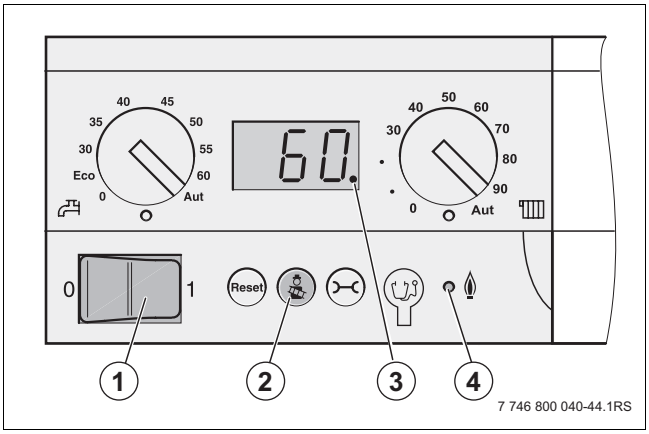

Rys. 65 Pole obsługowe sterownika bazowego
- Wyłącznik główny na polu obsługowym sterownika bazowego ustawić na „0“ (Wyłączony) (→ rysunek 65, [1]).
- ▶ Wyłącznik główny na polu obsługowym sterownika bazowego ustawić na „0“ (Wyłączony) (→ rysunek 65, [1]).